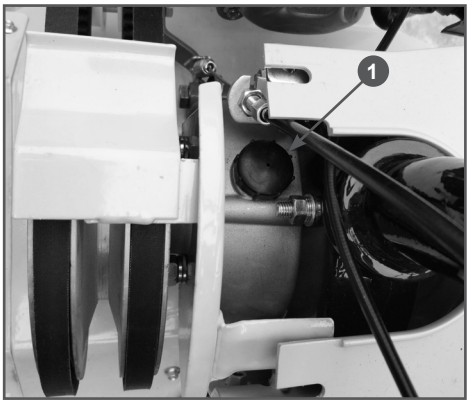
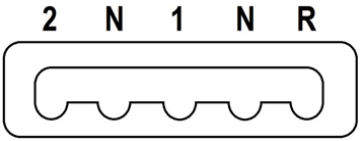

Рис. 13 Пробка маслозаливного отверстия редуктора
Рис. 17 Положения рычага переключения передач
3. Переведите рычаг переключения передач в положение «R» (Задний ход) (Рис. 17) и открутите пробку 1 маслозаливного отверстия. Пробка находится в верхней части корпуса редуктора слева от стойки рукояток управления (Рис. 13).
Положения рычага переключения передач мотоблока показаны на Рис.17.
— при переключении из нейтрального положения «N» — снова установите рычаг в нейтральное положение, быстро нажмите и отпустите рычаг включения хода, подождите 1-2 секунды и снова переместите рычаг переключения передач в требуемое положение (Рис. 17);
— при переключении не из нейтрального положения «N» — не трогая рычаг включения хода и слегка нажимая на рычаг переключения передач в сторону требуемой передачи, немного переместите мотоблок вперёд или назад, или поднимите рабочие рукоятки вверх и переместите рычаг переключения передач в требуемое положение (Рис. 17).